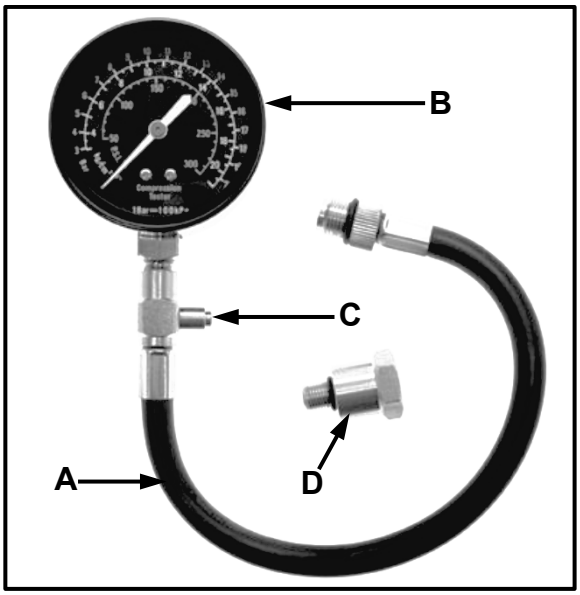

FIGUUR 5.1 (4)
5.1 FIGUUR 5.1 hieronder toon 'n kompressietoetser. Benoem **A–D**.